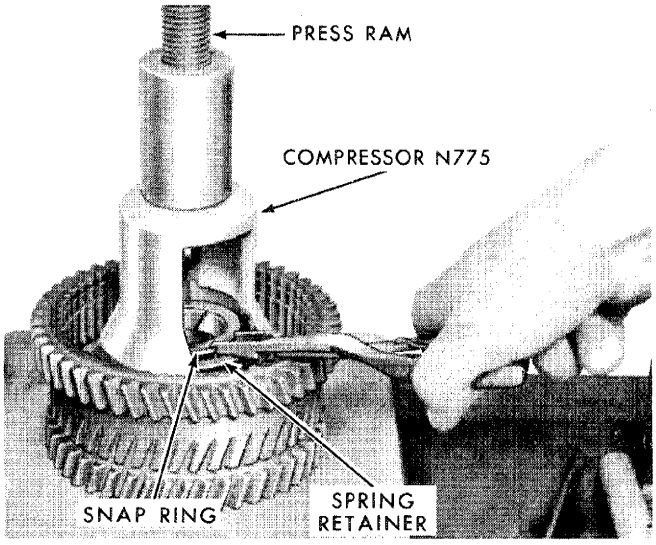

Figure 107
3. Compress the piston return spring in a press with the Compressor No. N-775, shown in Figure 107, then remove the snap ring. Guide the spring retainer while releasing the press to prevent the retainer from entering the snap ring groove.
2. Install the clutch release spring and retainer with Compressor No. N-775, as shown in Figure 107. Compress the spring in a press and install the snap ring.